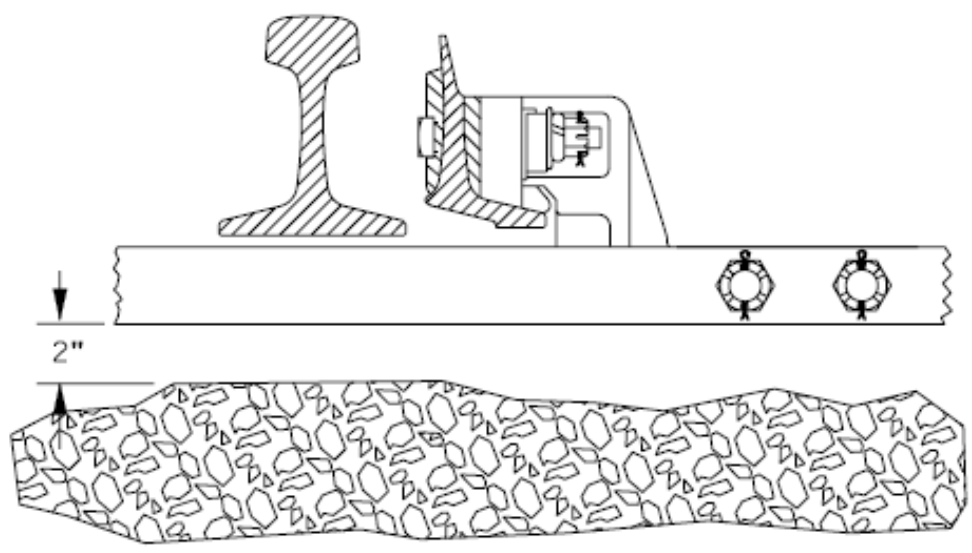

Figure 5-MMM
- Clean ballast and foreign material out from the connecting rod and switch rod cribs for a distance of 2 inches below the rod, as shown in Figure 5-MMM.